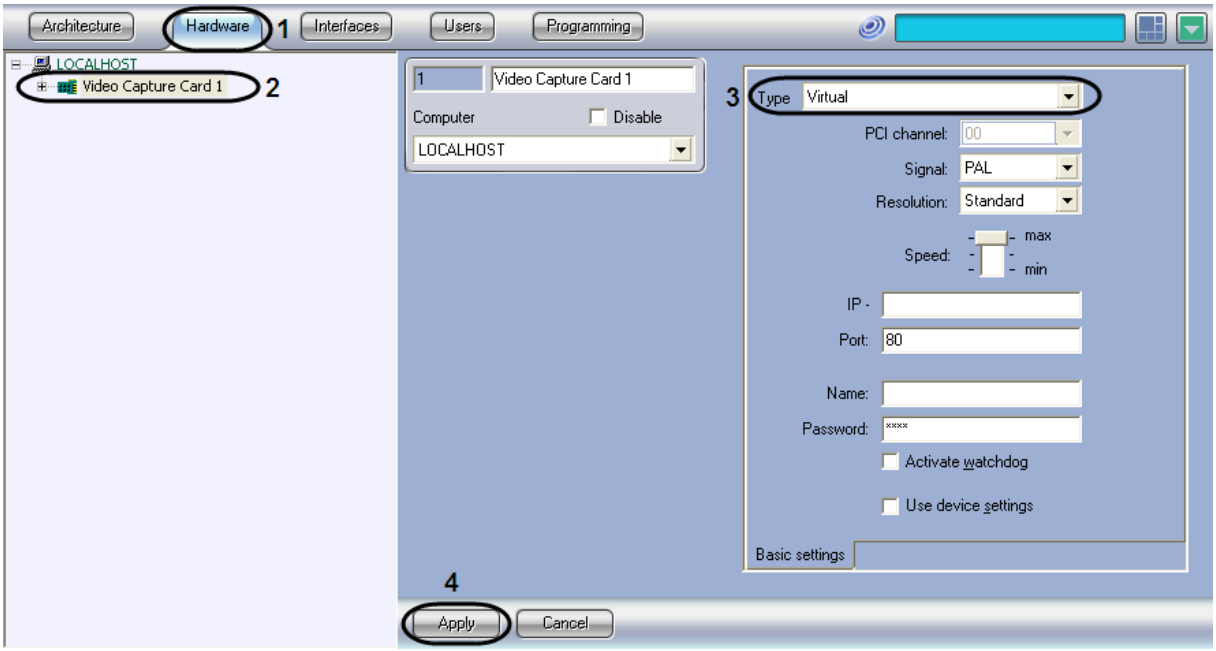

Figure 8.4-26 Configuring the "Video capture card" system object
2. Set the video capture card type (Figure 8.4-26).